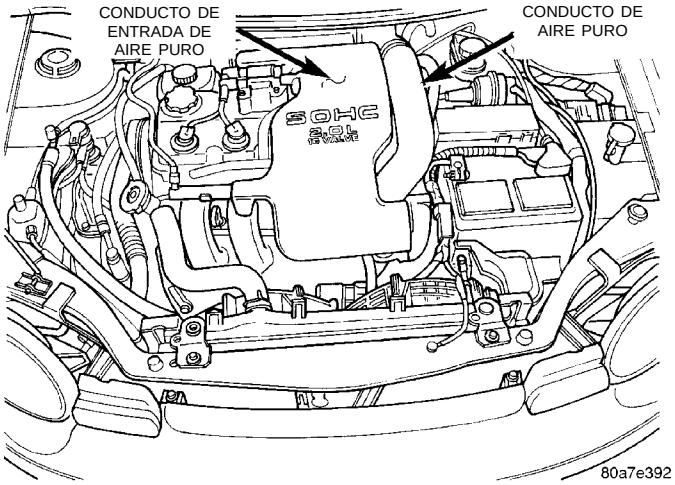

Fig. 13 Conducto de aire puro al conjunto del cuerpo de mariposa
(3) Retire el conducto de aire puro (Fig. 13).
(9) Retire el conducto de aire puro y la caja del filtro superior de aire (Fig. 13).